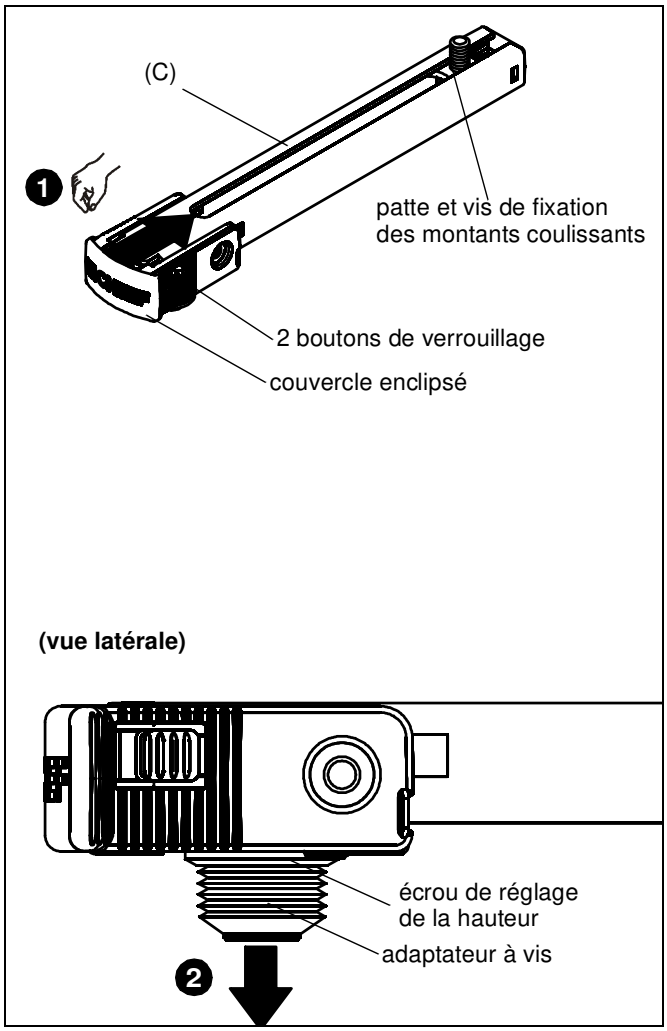

Figure 1
1. Appuyez fermement sur les boutons de verrouillage situés sur le pied SSBU/SSMU (C) en poussant simultanément le couvercle enclipsé vers la patte et la vis de fixation des montants coulissants fournis. (Voir la Figure 1)
2. L'adaptateur à vis et l'écrou de réglage de la hauteur fourni seront relâchés. Mettre de côté pour une utilisation ultérieure. (Voir la Figure 1)